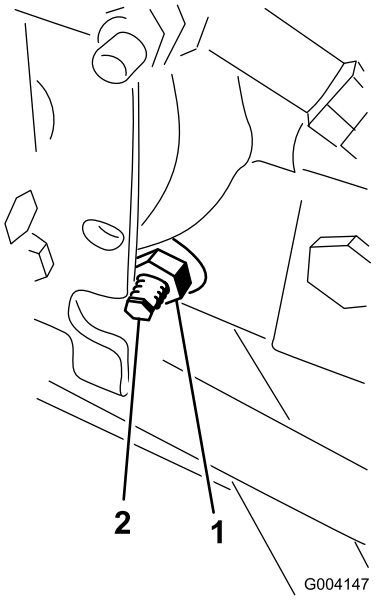

**Figur 82**
3. Lossa låsmuttern på hjuldrivningens justeringskam på höger sida av hydrostaten (Figur 82).